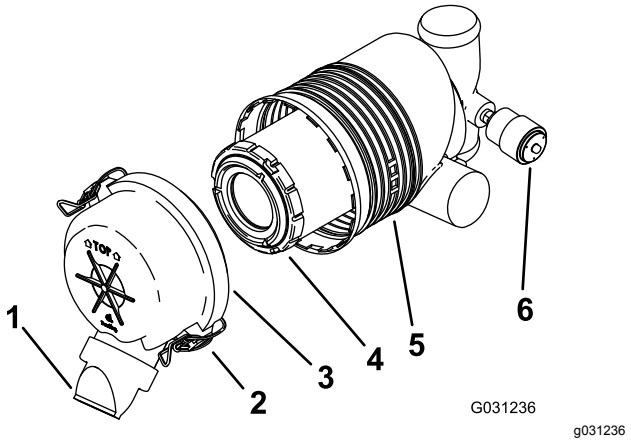

Rysunek 43
Ważne: **Filtr powietrza wymieniaj tylko wtedy, gdy wskaźnik serwisowy wskazuje kolor czerwony (Rysunek 43). Zbyt wczesna wymiana filtra powietrza może jedynie zwiększyć ryzyko wprowadzenia zanieczyszczeń do silnika po zdjęciu filtra.**
5. Zwolnij zatrzaski znajdujące się na filtrze powietrza i zdejmij pokrywę filtra powietrza z obudowy filtra (Rysunek 43).
- Jeżeli wskaźnik serwisowy jest przezroczysty, zamontuj pokrywę filtra powietrza wraz z osłoną przeciwpyłową, skierowaną w dół i zamocuj zatrzaski (Rysunek 43).
1. Delikatnie wysuń filtr powietrza z obudowy (Rysunek 43).
3. Ostrożnie zamontuj filtr (Rysunek 43).
4. Zamontuj pokrywę filtra powietrza wraz z osłoną przeciwpyłową skierowaną w dół i zamocuj zatrzaski (Rysunek 43).